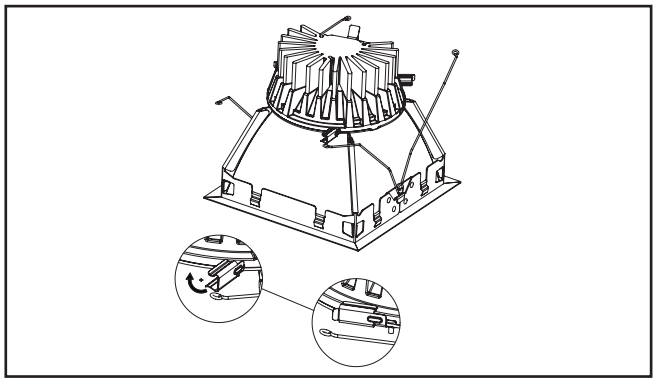

Figura 6.
5. Rote los ganchos laterales (3) en el lugar para fijar firmemente la moldura al motor LED (Figura 6.).